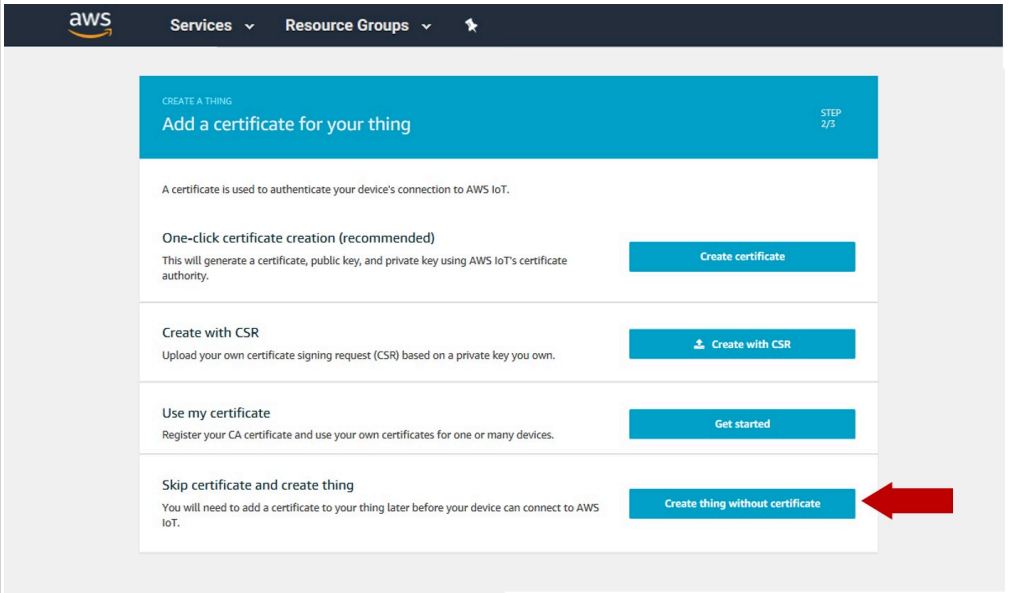

Figure 15. Create a thing without certificate
4. Click on **Create a thing without certificate** to complete the AWS IoT Thing creation as shown in Figure 15. The certificate for your IoT Thing will be added later on in this tutorial.